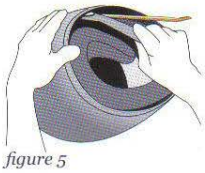

*figure 5*
4. Gently pry helmet liner away from shell using blunt instrument (fig. 5) and insert the nutwasher inside the helmet using a wrench, and align with hole. Put a drop of threadlocker sealant on post threads, then insert post through cap, spring and base and screw into nutwasher. Take care not to cross thread the assembly. Hand tighten until the point of the post faces rearward and slightly downward. Make sure the assembly matches the exploded view below.